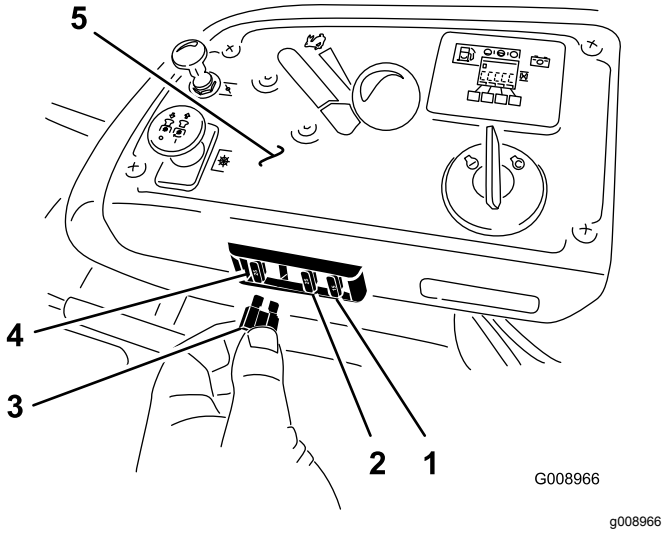

Figuur 63
1. De zekeringen bevinden zich op de rechterconsole naast de stoel (Figuur 63).
3. Monteer een nieuwe zekering (Figuur 63).